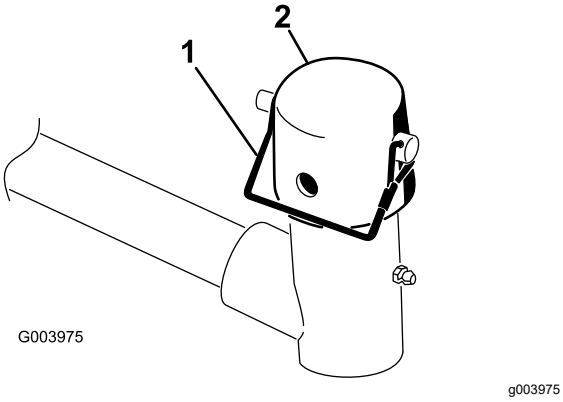

Figur 6
3. På hver klippeenheds løftearm skal du fjerne den låsestift, der fastgør hætten til drejegaflen, og fjerne hætten (Figur 6).